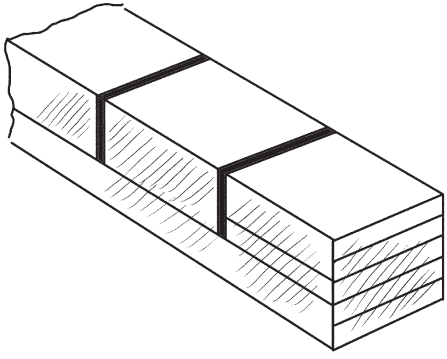

Рис. 81. Выполнение сращивания прямым замком
3. Благодаря сращиванию прямым замком (рис. 81) соединяемые элементы работают на растяжение.